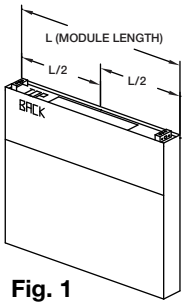

Fig. 1
2. If the back supply plenum is to have one opening, cut the opening such that it is centered at L/2 from the plenum end. (Fig. 1)